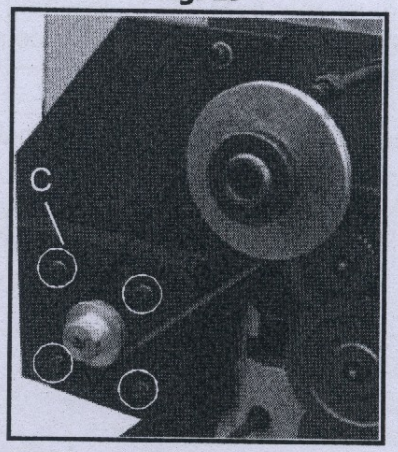

Fig. 20
2. To selection A or B according to your requirement, A is low speed, B is high speed. (Fig. 20)
Loosen the four nuts and screws (C, Fig. 20) to remove the plate of mounting motor and position!